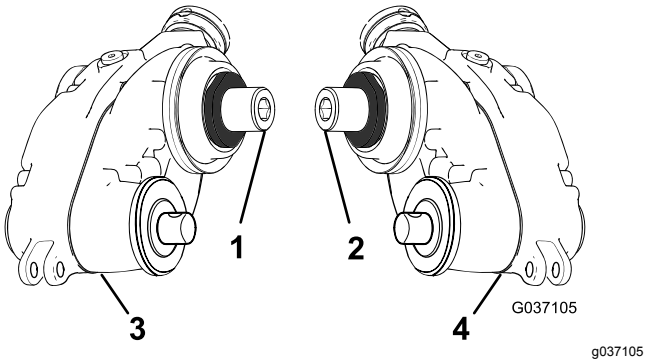

Figura 7
1. Individuate le scatole della trasmissione del groomer con trasmissione sinistra e destra; fate riferimento a Figura 7.